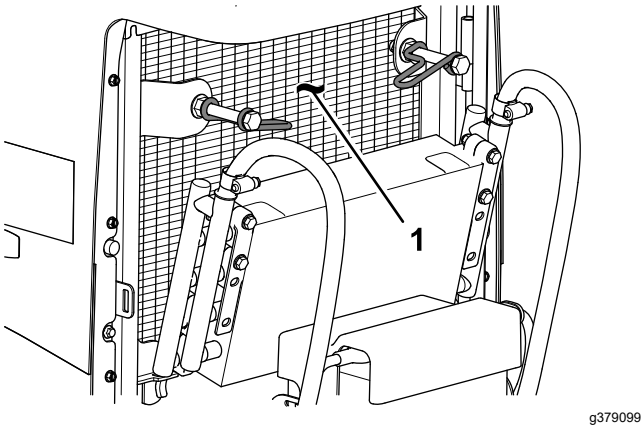

Figuur 111
8. Reinig beide zijden van de oliekoeler en de radiateur grondig Figuur 111) met perslucht.